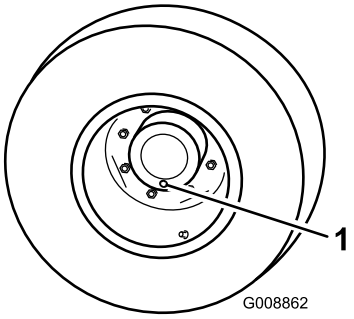

Figura 63
3. Gire a roda de forma que a colocar o tampão (Figura 63) de verificação/escoamento na sua posição mais baixa.